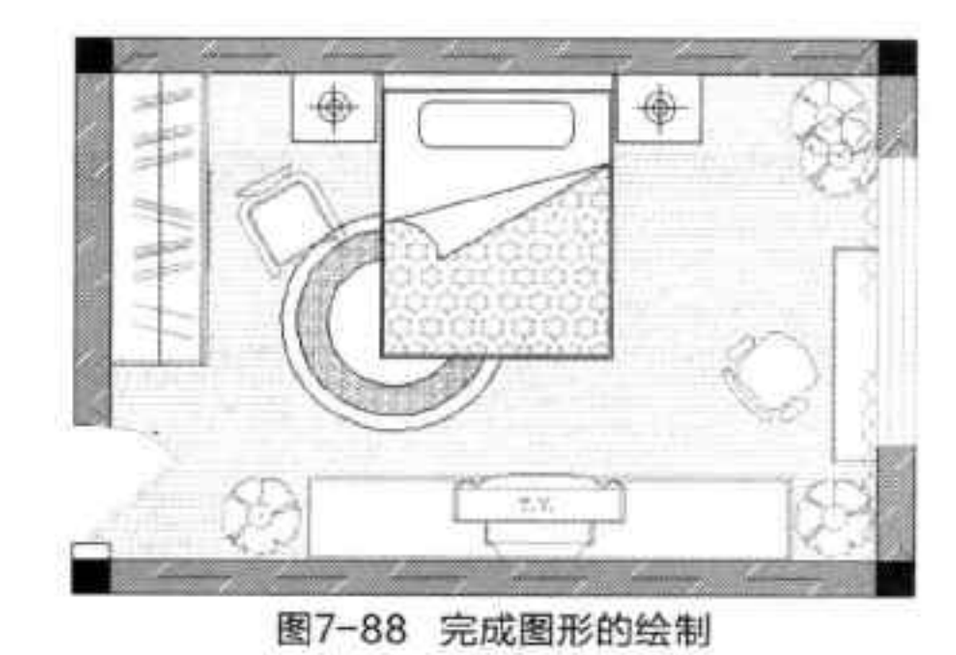

图7-88 完成图形的绘制
Step22 同样执行“图案填充”命令，对卧室墙体进行填充。至此完成整个图形的绘制，如图 7-88 所示。